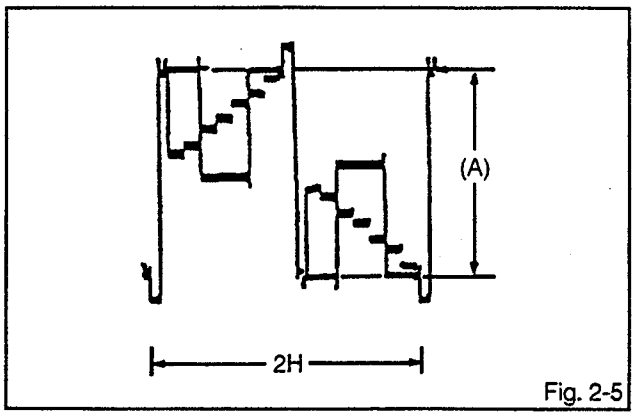

Fig. 2-5
4. Press the VOL. UP/DOWN button on the remote control until the waveform point (A) becomes 5.0 ± 0.1Vp-p. **(Refer to Fig. 2-5)**